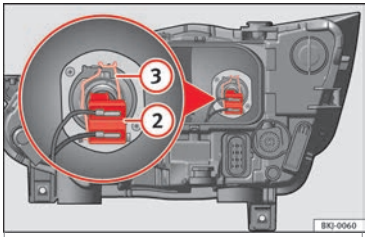

**Fig. 115** In the engine compartment: dipped beam headlight.
– Remove the bulb connector ››› **Fig. 115** (2).
– Unclip the retainer spring ››› **Fig. 115** (3) pressing inwards to the right.